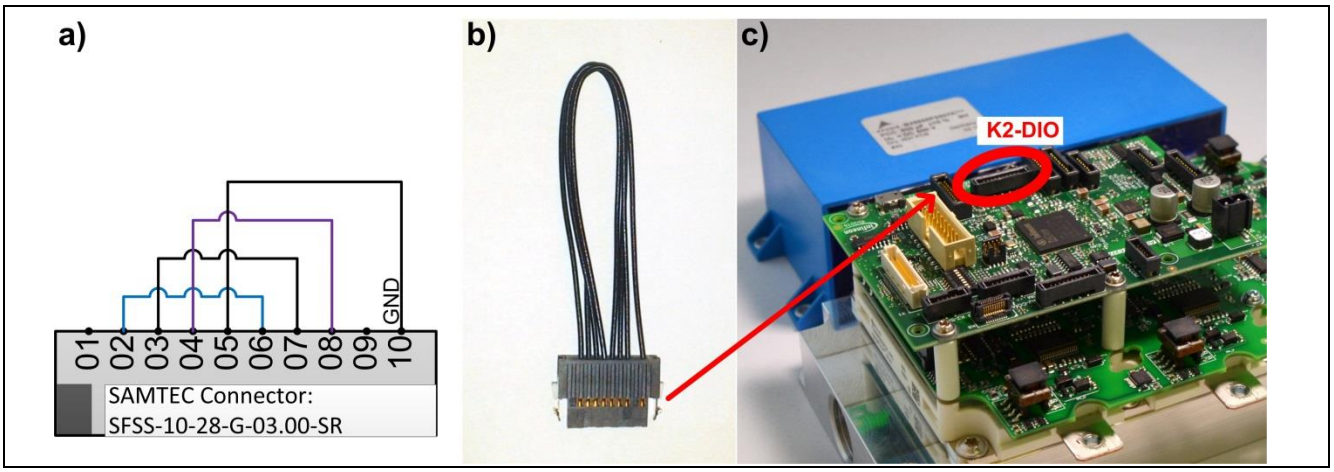

Figure 5 Required DEMO-ENABLE-PLUG. Circuit (a). Example (b). Plug has to be connected into the logic board connector K2-DIO (c).
3) Place DEMO-ENABLE-PLUG (see Figure 5).